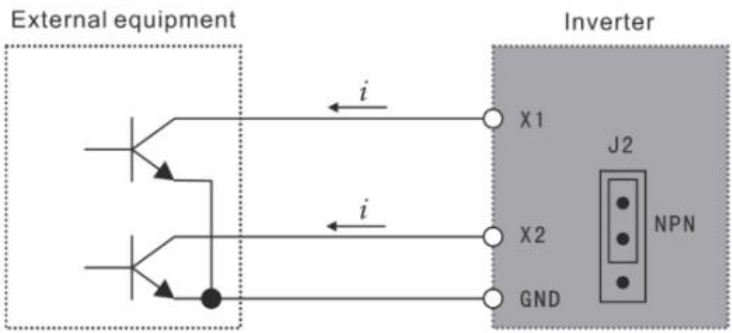

Figur 3-1 NPN -kopplingsläge
(1) När NPN-typ av kopplingsläge används för extern utrustning induceras läckagelogik och strömmen flyter ut från ingångsterminalen (källström) som visas i figur 3-1, samtidigt som parameter P067=0 krävs.